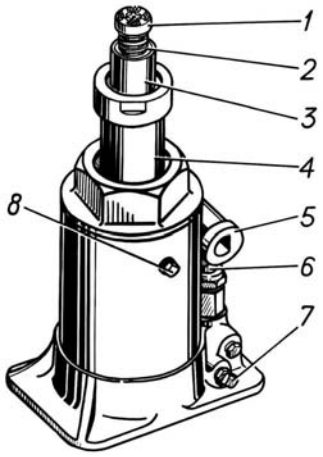

Рис. 9.9. **Домкрат**:
– поставить домкрат (рис. 9.9) под нижний лист рессоры около стремянки вблизи снимаемого колеса и вывернуть винт 2 рукой до упора в указанные детали. При подъёме колеса на грунте под основание домкрата рекомендуется подкладывать брус или доску;